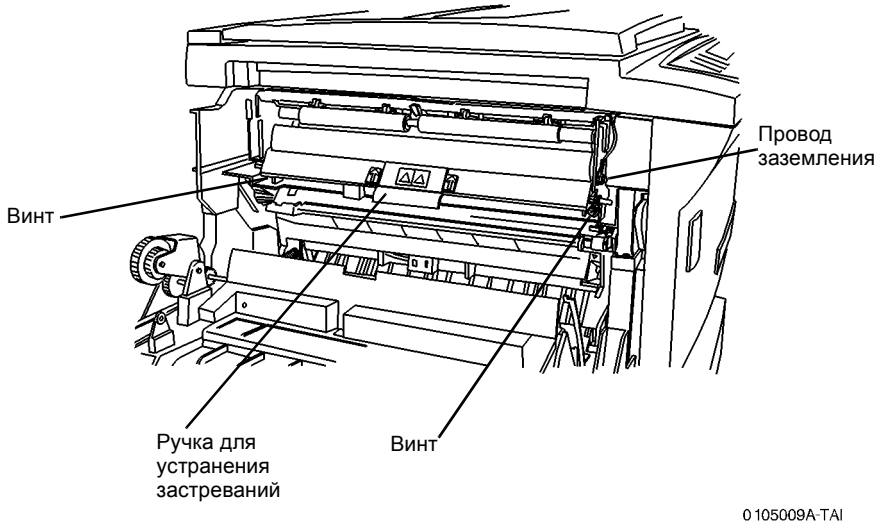

Рисунок 1 Снятие модуля фьюзера
3. Снимите модуль фьюзера (Рисунок 1).